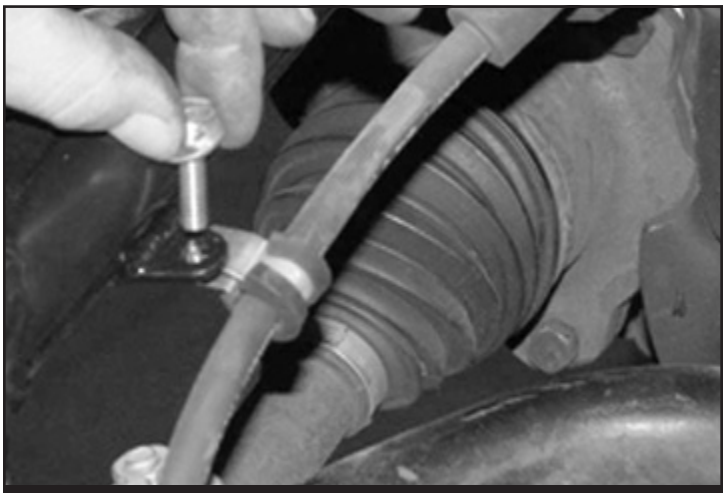

FIGURE 35
42. Attach the brakeline to the small tab on the control arm using the FTCLAMP, 1/4”-20 x 1” bolts, nuts and washers. **SEE FIGURE 35**